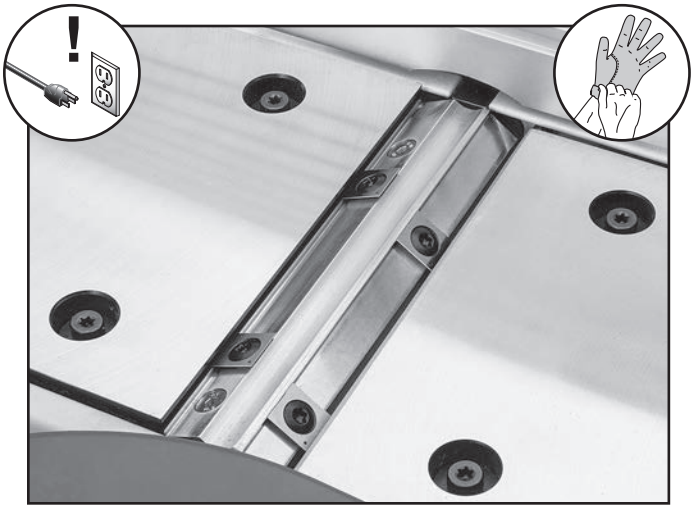

Figure 35. Cutterhead area cleaned.
5. Carefully clean away all sawdust or debris from top of insert, Torx screw, and surrounding area (see **Figure 35**).